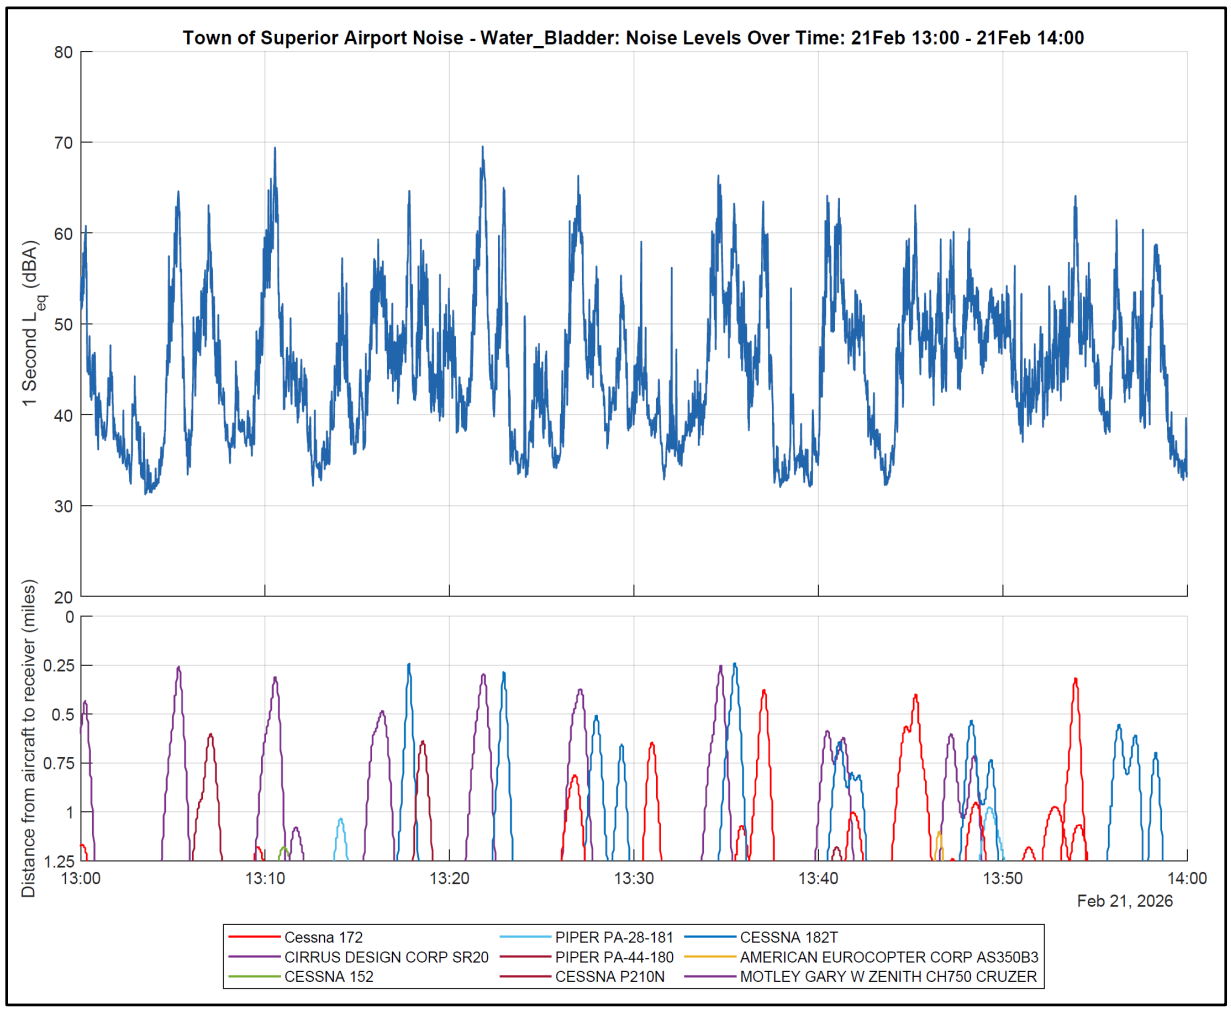

Figure 3 – Noise Levels and Aircraft Operations during an Example Hour on Median Day (Water Bladder)
- Figure 3 shows an hour on this day, during which time the measured noise level was often above ambient conditions (33 dBA for this hour), meaning that aircraft noise was regularly present.